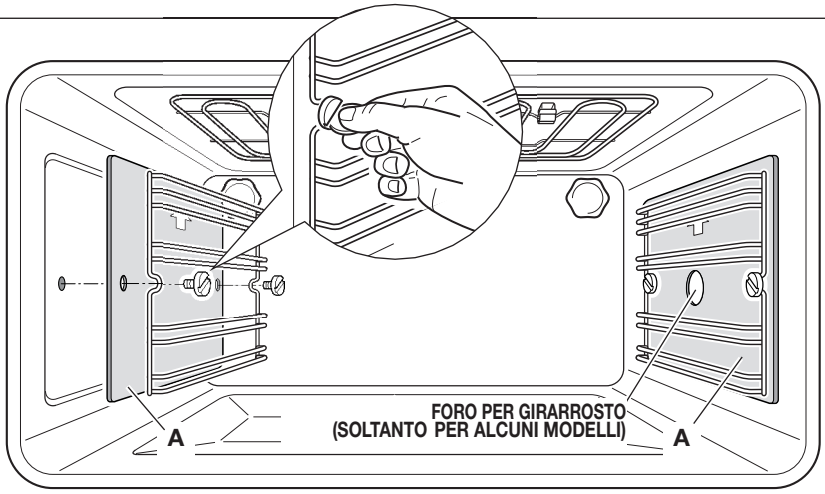

Fig. 9.3
Nei modelli che ne sono provvisti, interporre i pannelli autopulenti "**A**" con la freccia rivolta verso l'alto (Fig. 9.3).
– Avvitare i telai laterali alle pareti del forno (e i pannelli autopulenti se forniti - fig. 9.3).